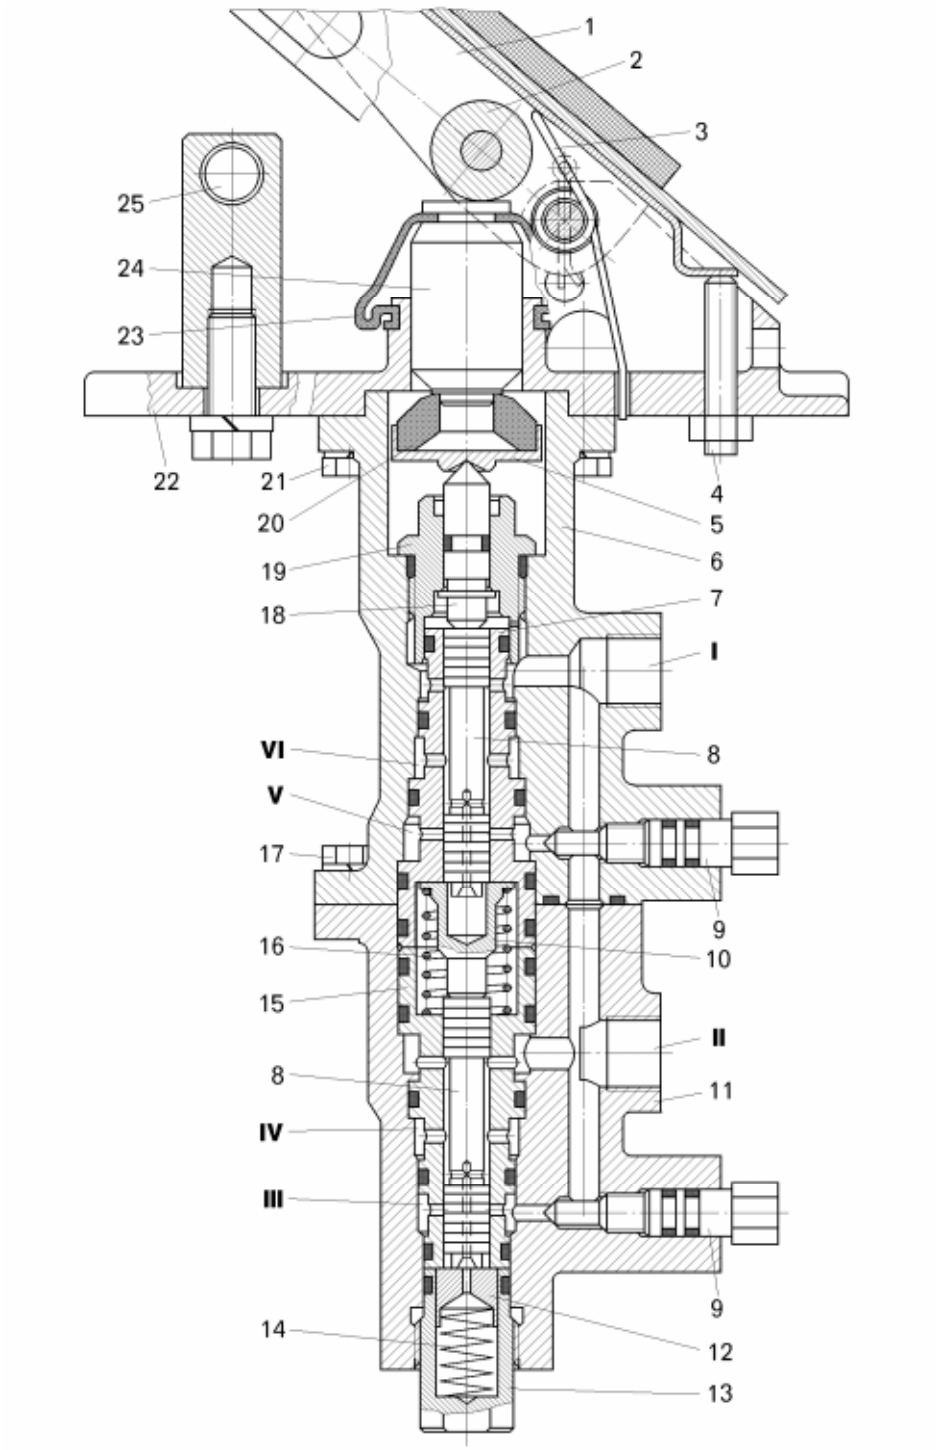

Рисунок 10.5 – Тормозной кран:
– отвернуть болты 21 (рисунок 10.5);